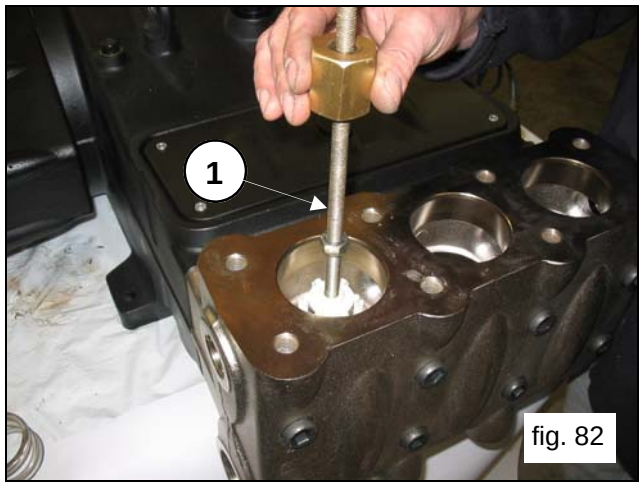

fig. 82
Extract the delivery valve unit using a slide hammer applied to the M10 hole of the valve guide (pos.①, fig.82).